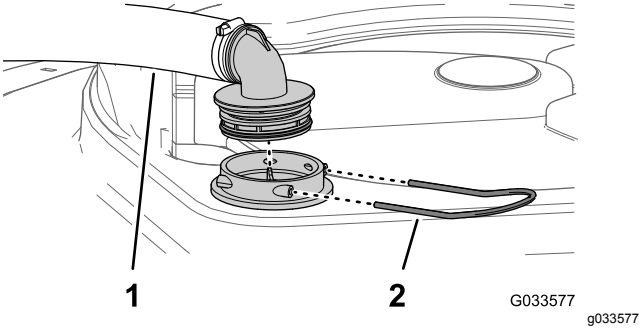

Figur 76
2. Fjern holderen som fester slangekoblingen som er festet til den store slangen fra sugefilterhuset øverst på tanken (Figur 76).
3. Fjern slangen og slangekoblingen fra sugefilterhuset (Figur 76).